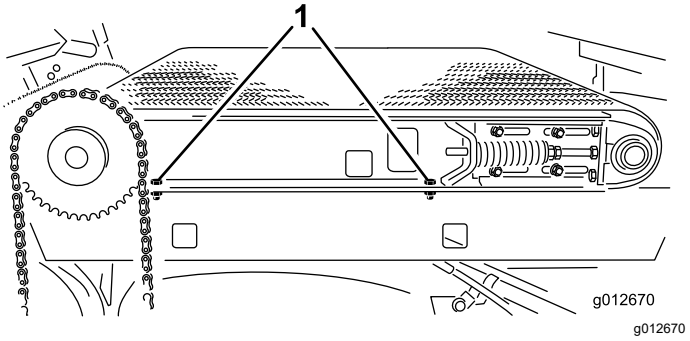

**Figur 33**
4. På høyre side av maskinen løsner du de to hodeskruene som fester gliderammeskinnen på høyre skjerm (Figur 33). Påse at hodeskruene er løse nok til at skyveplanet kan vippes.